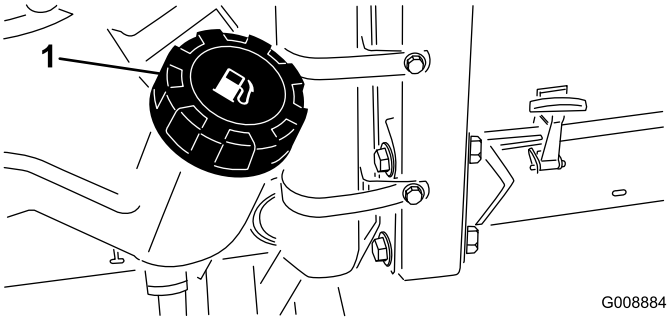

Figur 21
1. Rengør området omkring brændstoftankens dæksel (Figur 21).